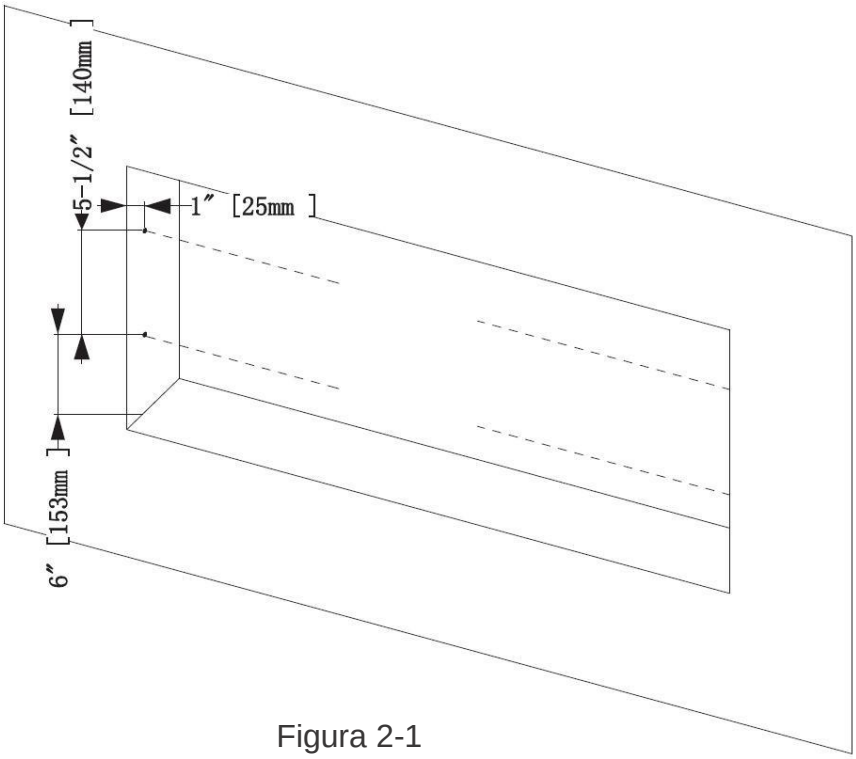

Figura 2-1
B. Marcar la posición de los tornillos según las dimensiones indicadas a continuación. **(Figura 2-1)**